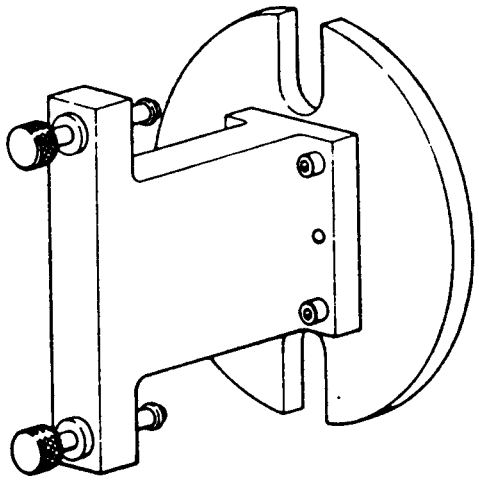
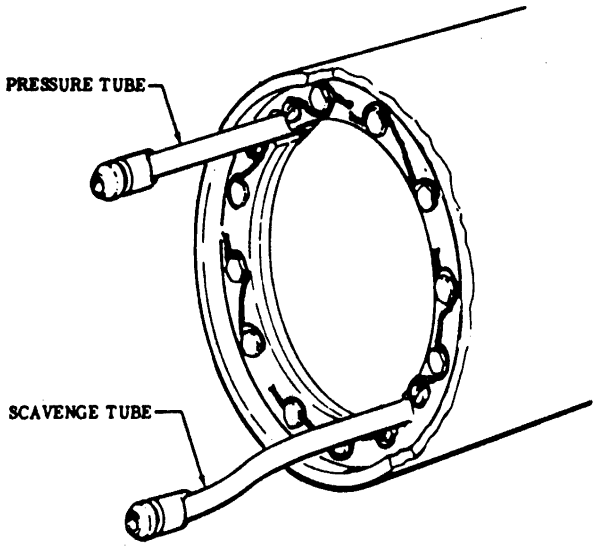

Figure 9. 6799708 Combustion Chamber Inner Casing Oil Tubes Alignment Fixture
Figure 10. Combustion Chamber Inner Casing Lockwiring
(1) Torque screws in tube brackets to 22-26 lb in. (QA)
(2) Install recess of 6799708 combustion chamber inner casing oil tubes alignment fixture (figure 9) over combustion chamber inner casing.
(3) Insert gage pins in ends of tubes.
(4) If tubes are not in alignment with fixture, remove fixture and force tube or tubes into alignment by hand pressure. (Do not kink tubes).
(5) Repeat steps (2) through (4) until alignment is achieved. (QA)
(6) Lockwire with 0.032 in. wire after proper alignment is obtained (figure 10). (QA)